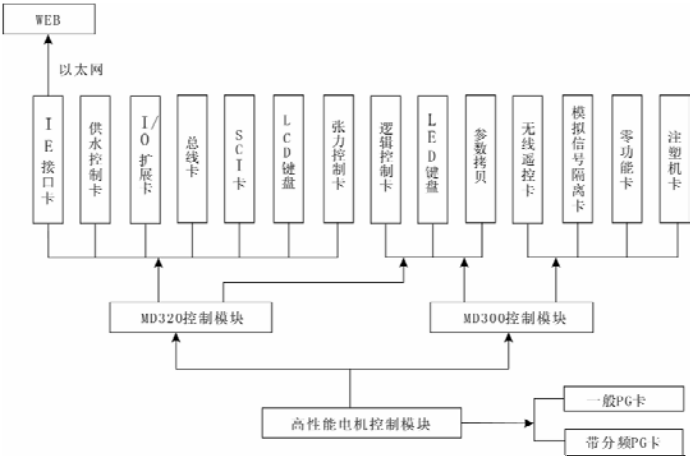

图 2 MD 系列变频器模块结构示意图
3) MD 系列变频器的顶层模块是行业专用模块，这是给行业专用需求提供的解决平台，客户可以使用现有的解决方案，也可以根据自身要求，进行二次开发。这些顶层子模块如图 2 所示。